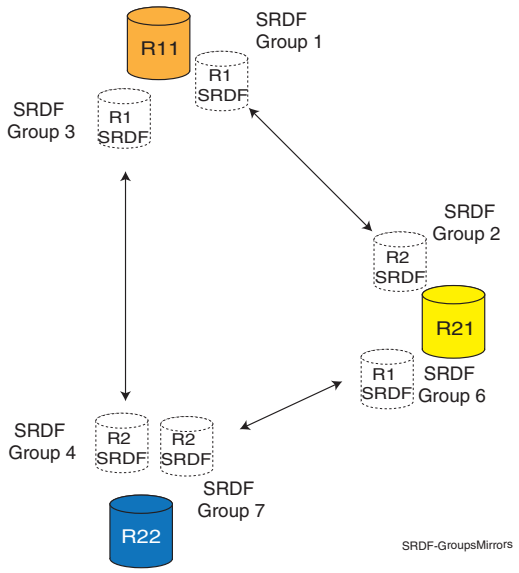

Figure 15 SRDF groups and devices with two SRDF mirrors
- R22 devices at the tertiary site in SRDF/Star solutions must be configured to two different SRDF groups at the tertiary site as shown in Figure 15 on page 54.